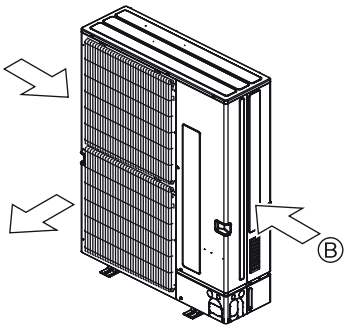

Rys. 2-16
② Wybierz położenie jednostki w taki sposób, aby wylot powietrza wydmuchiwał powietrze prostopadle do kierunku sezonowych wiatrów, jeśli to możliwe. (Rys. 2-16)